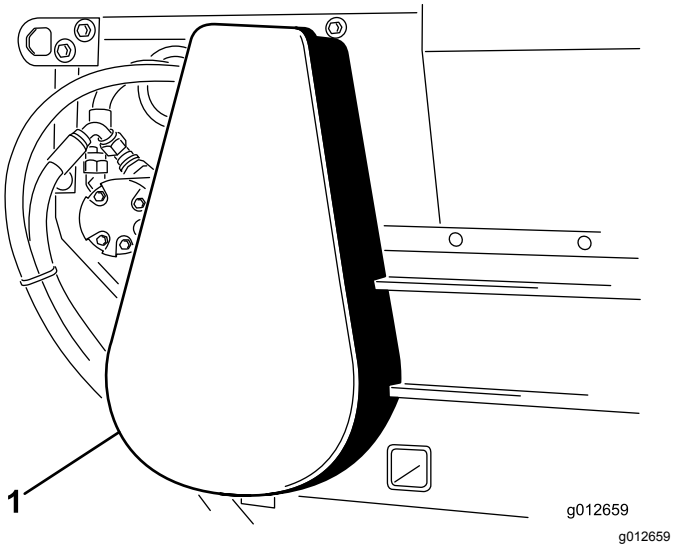

Figur 23
1. Ta bort kedjehuset (Figur 23).